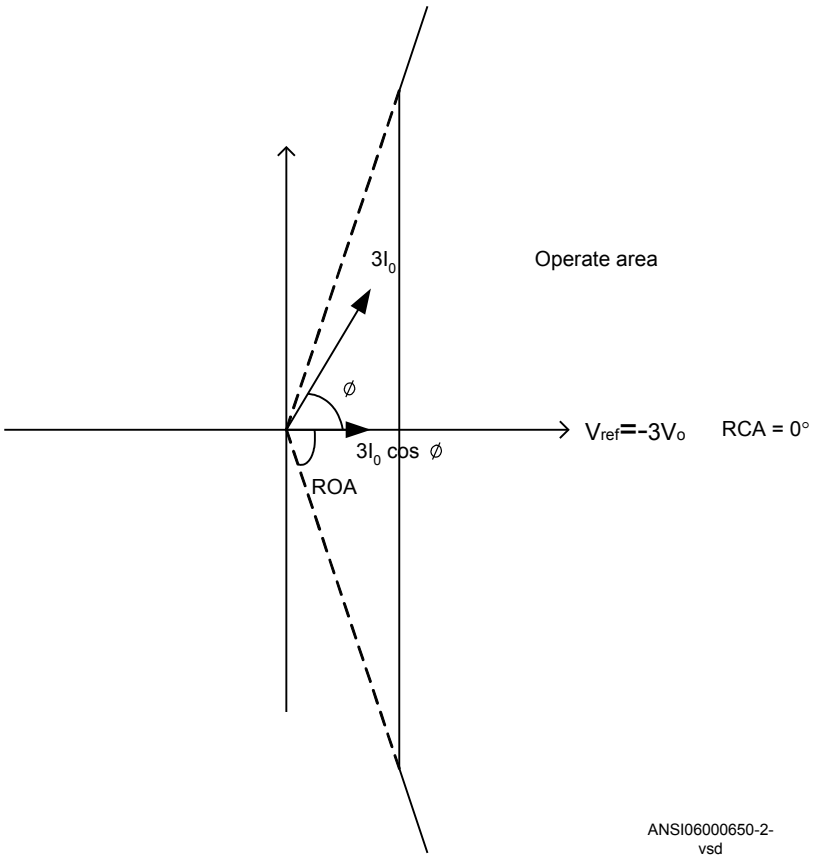
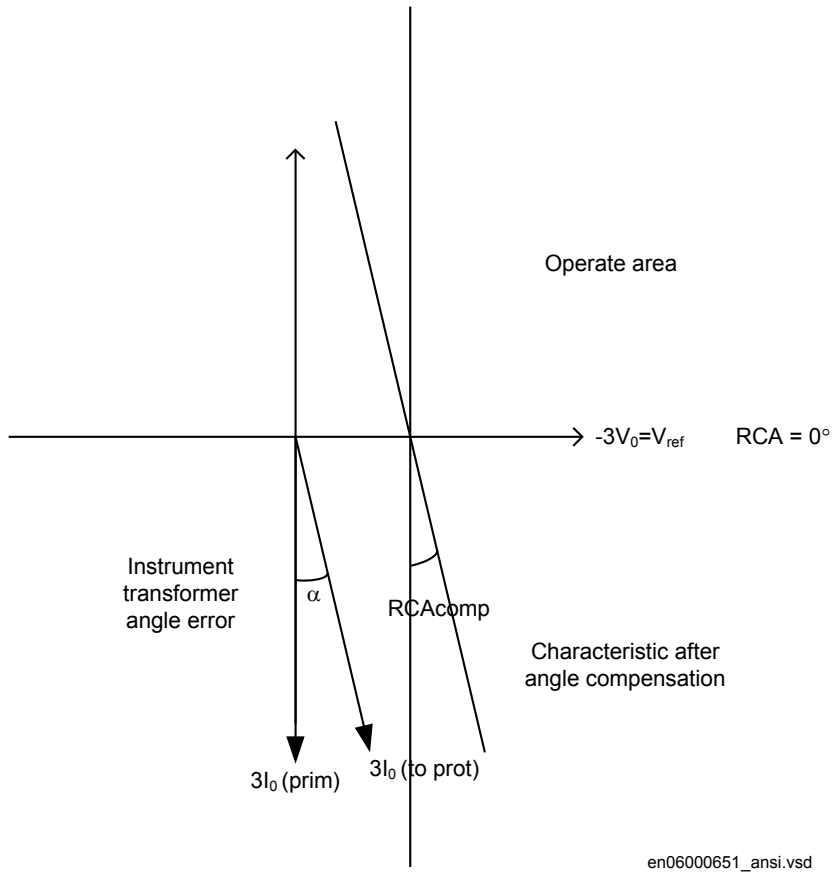

Figure 44: Characteristic with ROADir restriction
Figure 45: Explanation of RCAcomp
Take the set characteristic into consideration, see Figure 44 and Figure 45.
4. Compare the result with the set value and make sure that the new injected $3I_0 \cdot 3V_0 \cdot \cos\varphi$ is equal to the setting *SN_PU*. Take the set characteristic into consideration, see figure 44 and figure 45.